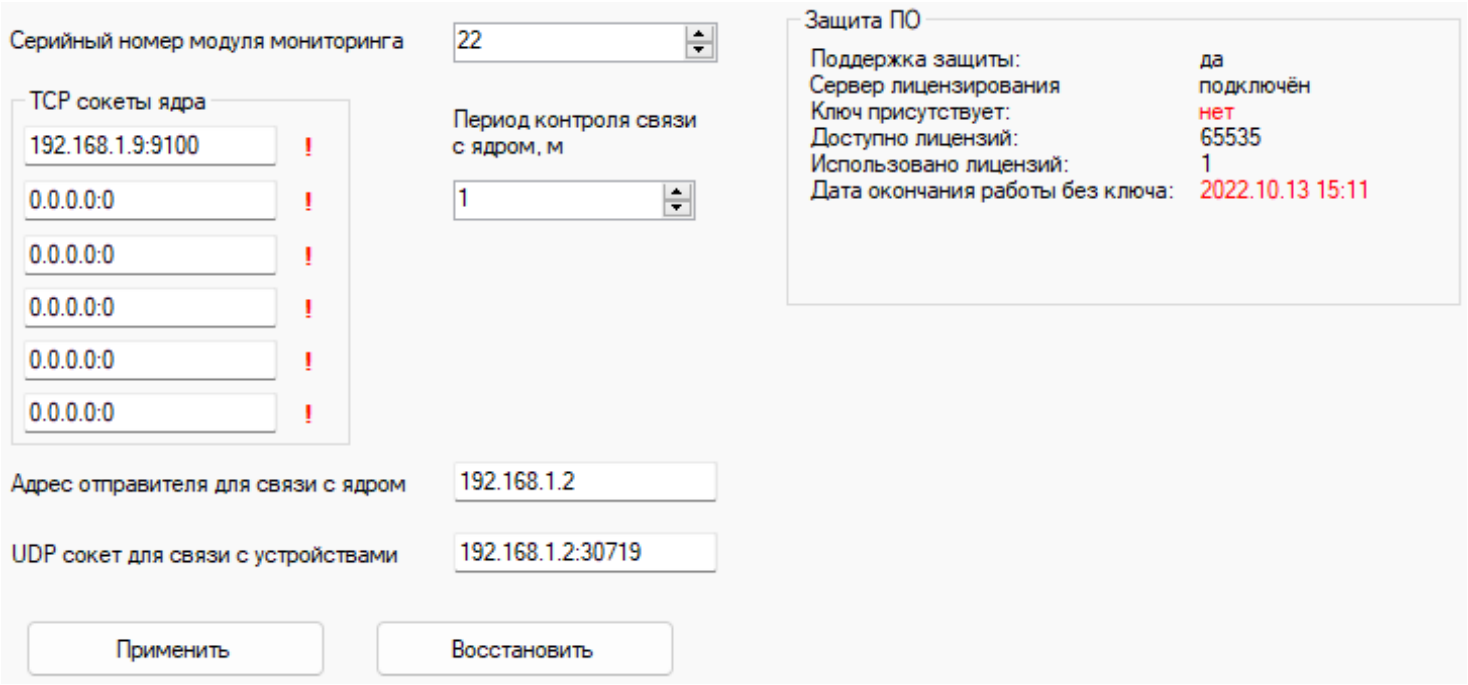

Рисунок 3.1 – Вкладка «Параметры модуля мониторинга»
После запуска программы КММОУМ поля данной вкладки заполняются значениями от ММ для соответствующих параметров (рисунок 3.1). После изменения нужных параметров для их применения
1. Вставить в USB-порт «Ключ защиты и лицензирования» с лицензией на работу ММ на заданное количество каналов. Текущее состояние лицензий можно увидеть на вкладке «Параметры модуля мониторинга», рис. 3.1